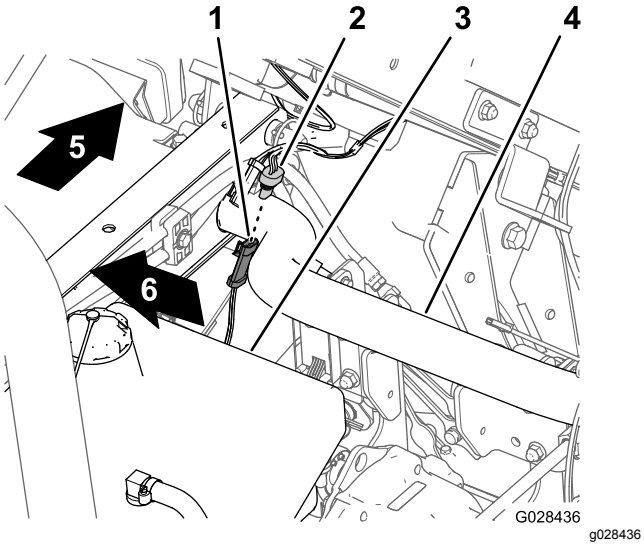

Figuur 17
1. Zoek aan de sproeierkabelboom de aansluiting met 3 contacten van de snelheidssensor (Figuur 17).
2. Sluit de stekker met 3 pinnen van de machinekabelboom voor de snelheidssensor aan op de aansluiting met 3 contacten van de spuitmachinekabelboom voor de snelheidssensor (Figuur 17).